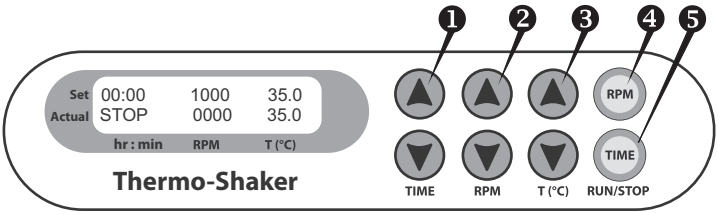

Fig. 1 Control panel
4.3.1. **Setting time (TIME).** Using the ▲and ▼keys (Fig. 1/1) set the required working time interval in hours and minutes (increment 1 min). Pressing the key for more than 3 s will increase the increment.
4.3.2. **Setting speed (RPM).** Using the ▲ and ▼ keys (Fig. 1/2) set the required shaking speed (increment 10 RPM). Pressing the key for more than 3 s will increase the increment.
4.3.3. **Setting temperature (T,ºC).** Using the ▲and ▼keys (Fig. 1/3) set the necessary temperature (increment 0.1ºC). Pressing the key for more than 3 s will increase the increment.
4.4.2. Press the **RPM-RUN/STOP** key (Fig. 1/4). The platform will start rotating and the timer indicator will start counting up the time interval (with 1 min precision).
Caution! At the end of the set time period the platform movement is stopped automatically, but the heating has to be stopped by reducing the temperature using the ▼ T(ºC) key (Fig. 1/3 lower key) till the OFF sign appears in the upper part of the display.
4.6. The timer can be reset during operation if required. Press the **TIME-RUN/STOP** key once (Fig. 1/5) to stop the timer. Press the **TIME-RUN/STOP** key again to restart the timer.